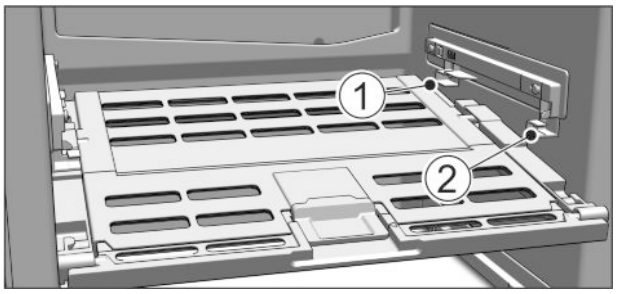

Fig. 43
▶ Replacing the Fruit & Vegetable safe cover: Guide the ridges on the cover into the rear brackets *Fig. 43 (1)* and click it into the front bracket *Fig. 43 (2)*.